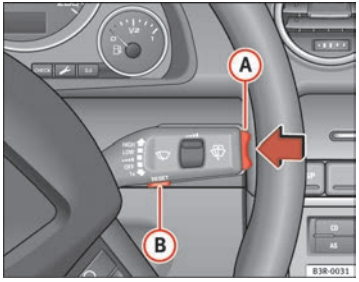

Fig. 60 Windscreen wiper lever: Onboard computer controls
Press RESET button (B) ⇒ page 86, fig. 60 to switch back and forward between onboard computer functions 1 and 2.
The driving time warning can be switched off by briefly pressing the function selector switch or the Reset button ⇒ fig. 60.
– Press the top or bottom of the function selector switch (A) ⇒ fig. 60. This displays the functions of the onboard computer in sequence.